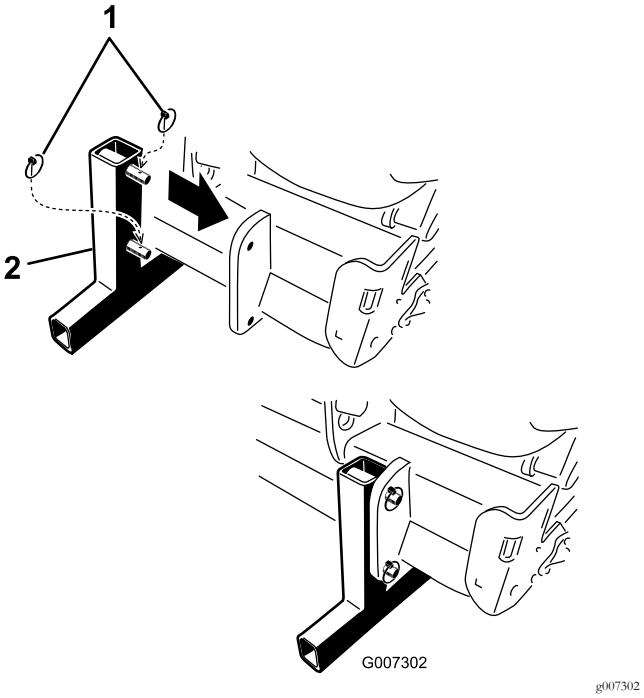

**Figuur 44**
5. Monteer de opslagstandaarden en bevestig ze aan de beluchter met de borgpennen (Figuur 44).